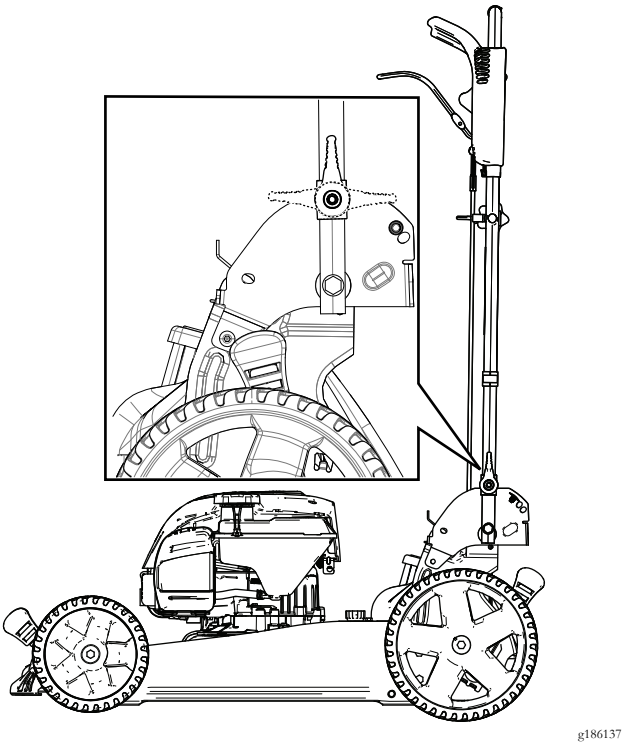

Rysunek 25
2. Złóż uchwyt do przodu, ustawiając w pozycji pionowej lub w pozycji całkowitego wychylenia do przodu (patrz rys. Rysunek 25).